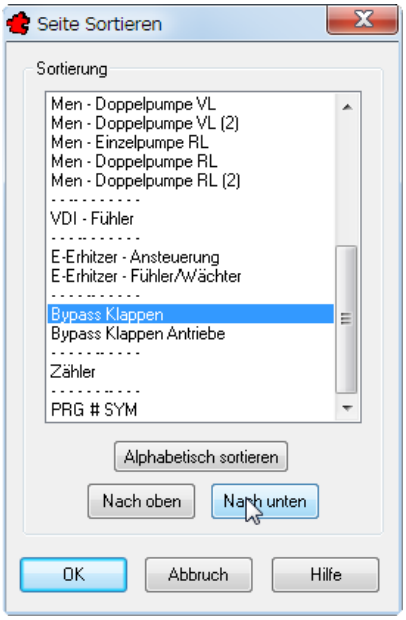

Bild 27.71 – Die Dialogbox *Seiten sortieren*
Wenn Sie viele Seiten in der Gruppe haben, so können Sie diese mit Hilfe von Leerseiten gliedern, die Sie einfach mit einer Reihe von Bindestrichen benennen (vgl. Abb. 27.71).
- Die Dialogbox *Seiten sortieren* erscheint mit der Liste der Seiten (Abb. 27.71).